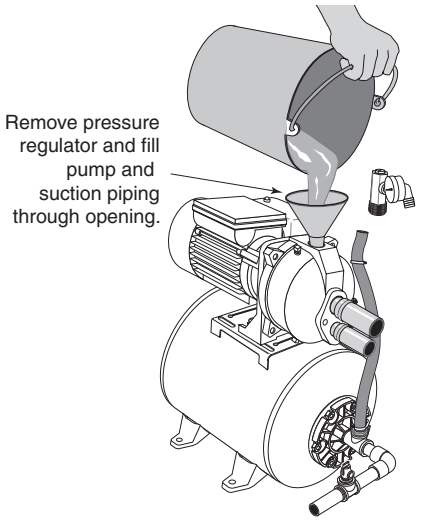

Figure 10 - Fill Pump
1. Open the pressure regulator as far as possible without backing it out of the regulator body. Then remove the regulator from the pump and fill the pump, fill all piping between the pump and the well, and make sure that all piping in the well is full. If you have also installed a priming tee in the suction piping, remove the plug from the tee and fill the suction piping (see Figure 10).